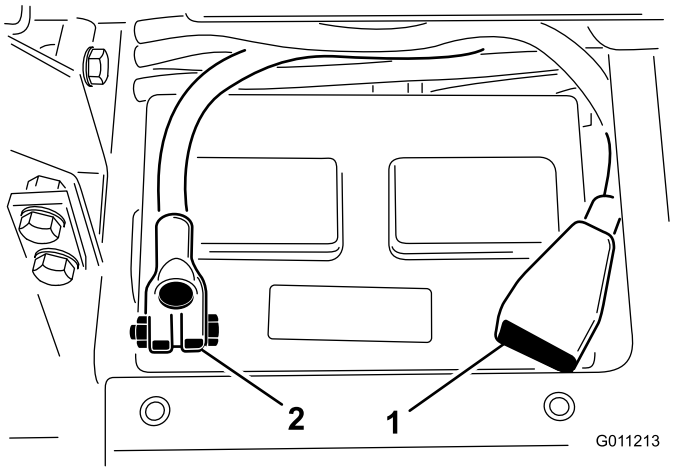

Rysunek 5
8. Zakładamy klemę czerwonego kabla na biegun dodatni (+) i przykręcamy ją śrubą z nakrętką (Rysunek 5) a klemę czarnego kabla na biegun ujemny (–). Trzeba upewnić się, czy klema dodatnia (+) całkowicie weszła na swój biegun i czy czerwony kabel jest ułożony wzdłuż obudowy akumulatora. Kabel nie może dotykać pokrywy akumulatora.